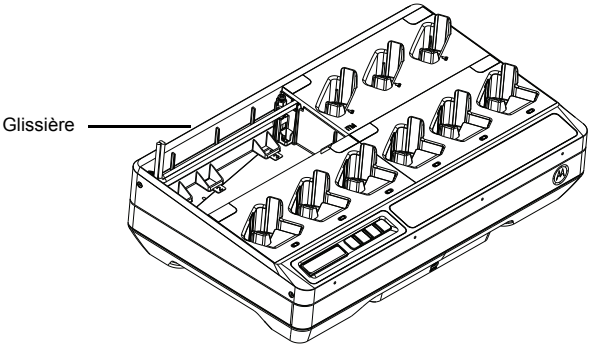

Figure 14 : Glissière pour les câbles.
5. Le ou les câble(s) peuvent être disposés du logement de droite vers le logement de gauche dans une glissière ou vice versa (consultez la Figure 14).